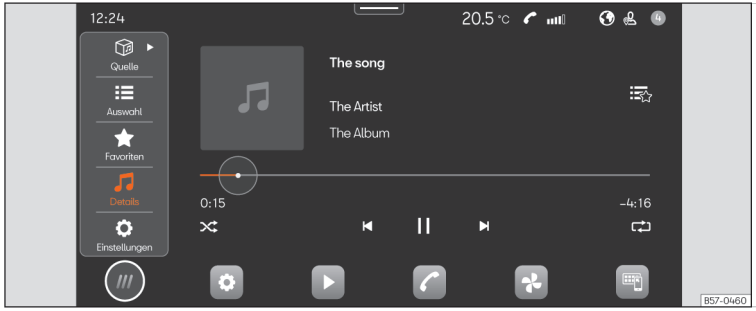

Abb. 138 Schematische Darstellung: Ansicht Medien.
- Drücken Sie **HOME** > ▶ ››› (Abb. 138).